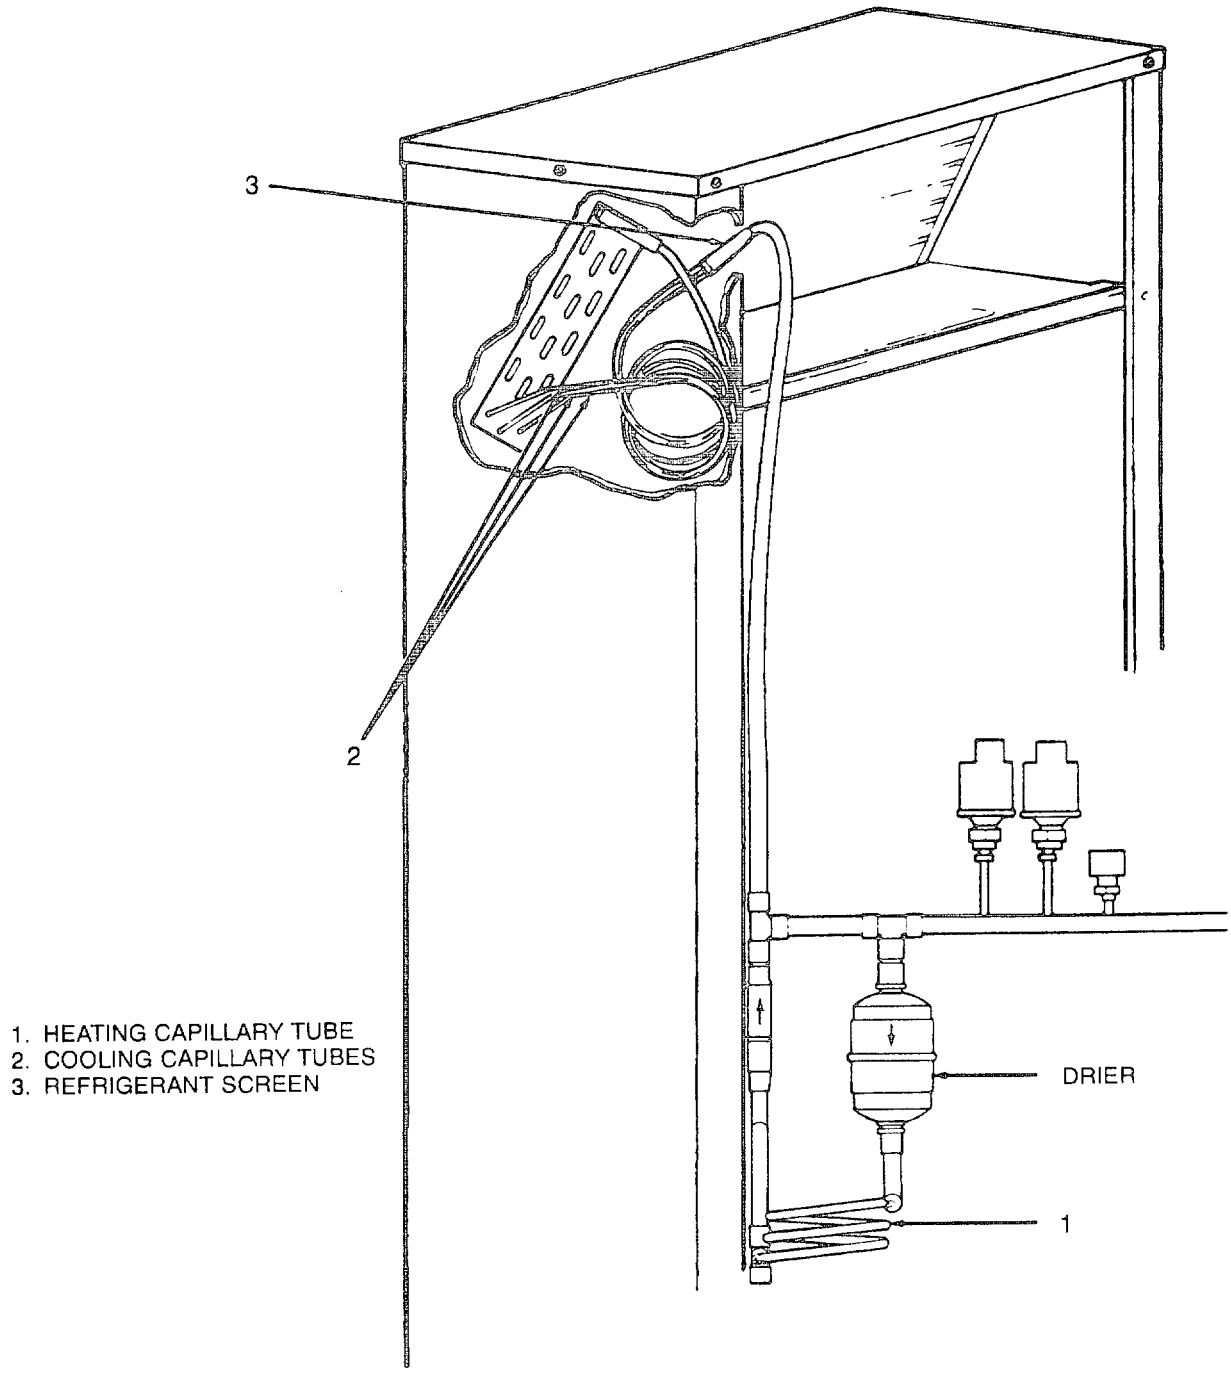

Figure 5-3. Capillary Tubes
(1) Discharge the refrigerant system. See para 5-5.
(2) Purge the system and debraze the fittings on the heating (1, Figure 5-3)/cooling (2) capillary tubes as required. See para 5-6 and 5-7.